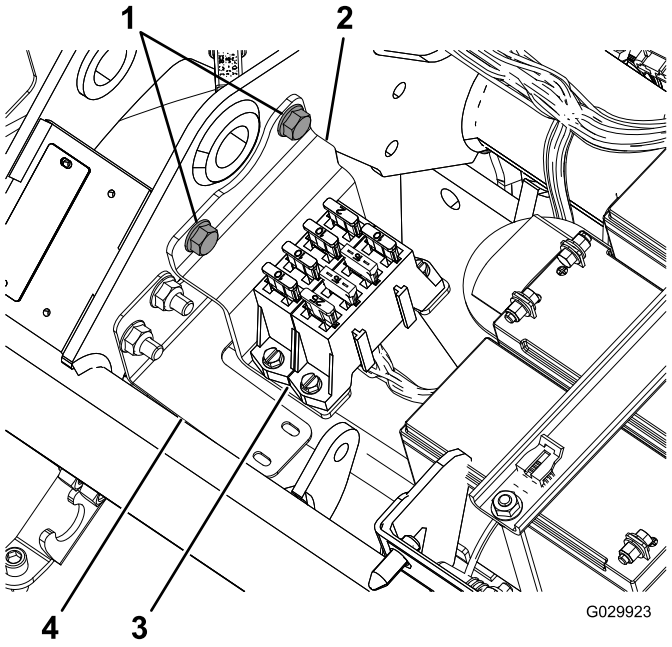

図 2
8. ヒューズブロックを運転席下に固定しているブラケットを外す図 2。
注 ハーネスブラケットの形状に合わせてください図 2を参照。